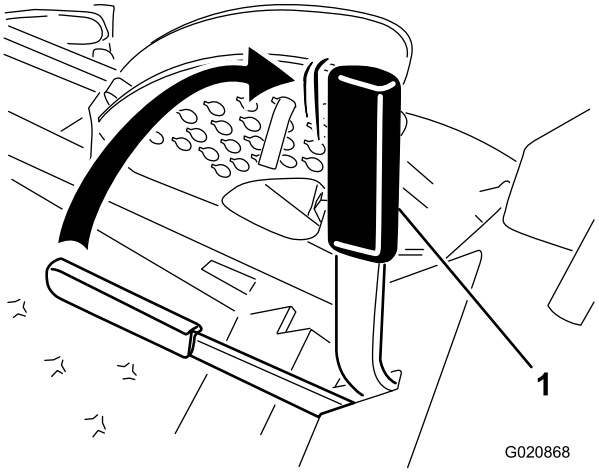

Figur 13
2. Trekk parkeringsbremsespaken tilbake og opp for å sette på parkeringsbremsen (Figur 13).